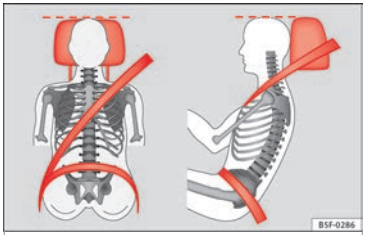

Fig. 94 Correctly adjusted head restraint as viewed from the front and the side.
– Adjust the head restraint so that its upper edge is, as far as possible, at the same level as the top of your head, or at the very least, at eye level »» **Fig. 94**.